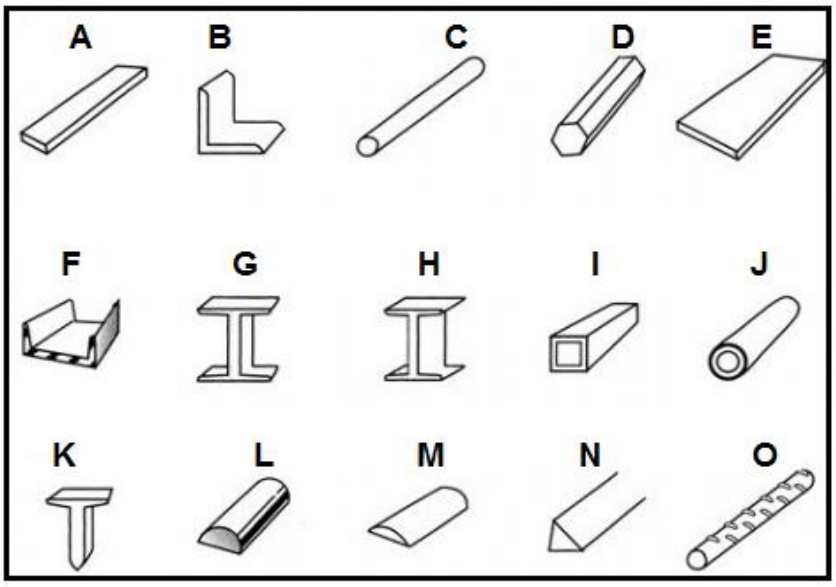

FIGURE 1
2.5 The different sections of material that are available for use in the industry are shown in FIGURE 1 below.
Indicate which of the sketches (A–O) in FIGURE 1 represents the items listed below (2.5.1–2.5.3) by writing only the corresponding alphabet letter next to the question number (2.5.1–2.5.3) in the ANSWER BOOK.